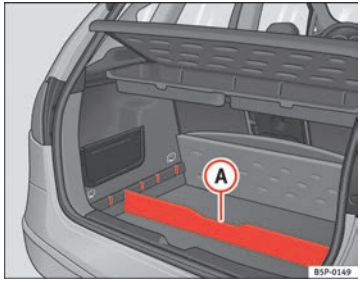

Fig. 107 Luggage compartment divider
– Fit the separator (A) ⇒ fig. 107, into the side grooves depending on the size of the objects to be transported. The onboard tool kit and the spare wheel are located underneath the luggage compartment.